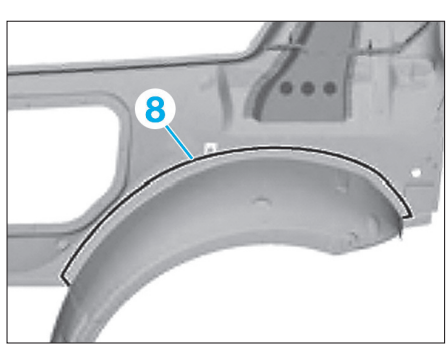

FIG. 36
• Dépointer en (6) puis extraire la tôle (7).
• Découper la pièce neuve comme illustré **(Fig.36)**.